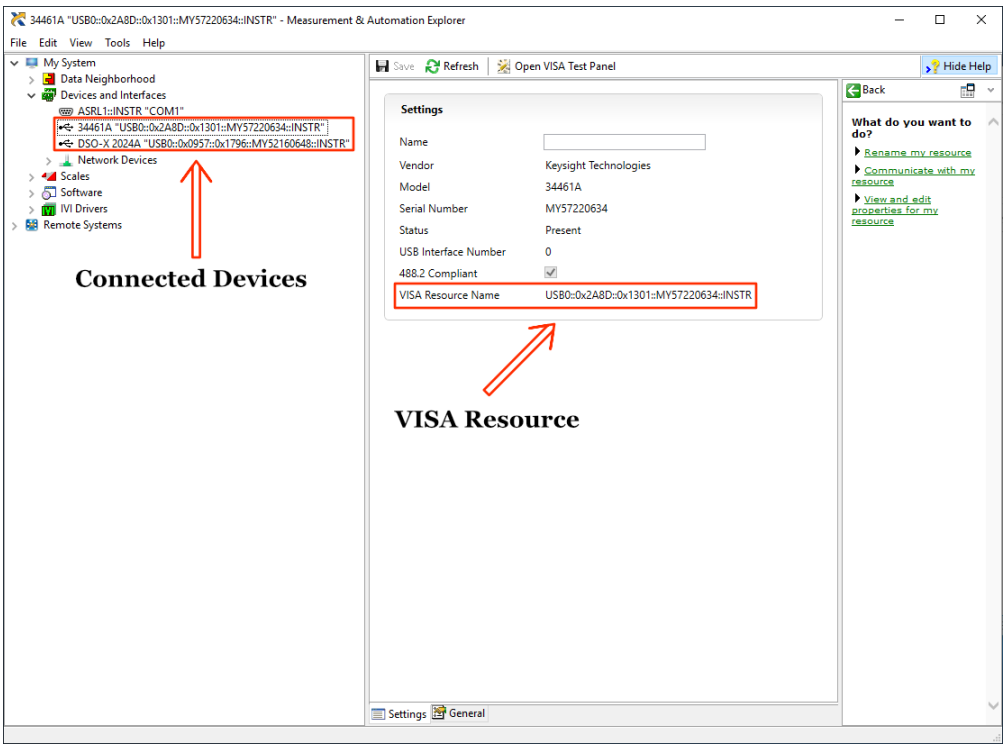

Figure 2: NI Max VISA addresses
1. Use NI Max to obtain the VISA resources for the oscilloscope (Figure 2)
2. In NI Max locate the VISA resource address for the oscilloscope (Figure 2). Keep this window open as a reference to the VISA resources.